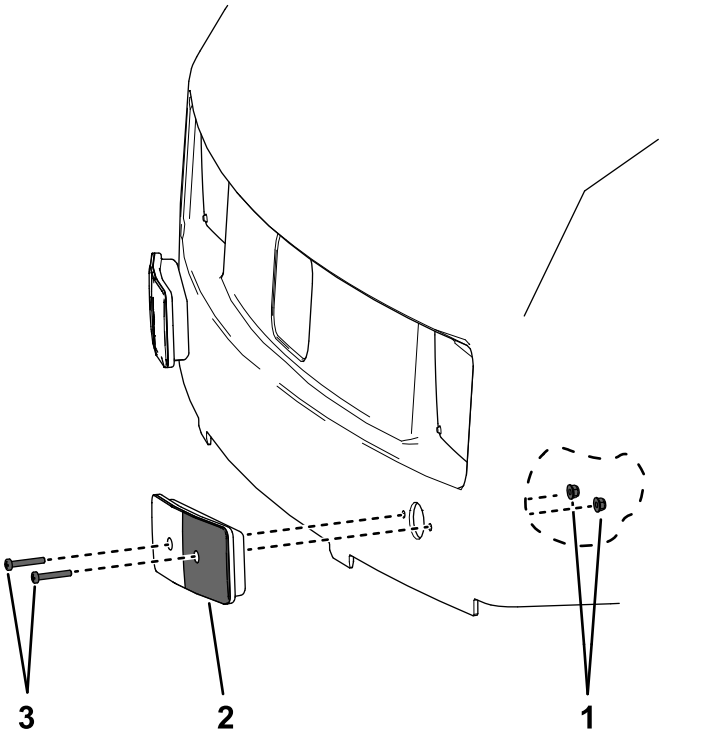

Figura 4
A. Insira dois parafusos Phillips através da luz e nos orifícios exteriores de 6 mm de diâmetro no capot (Figura 4).
B. Fixe os parafusos utilizando as porcas flangeadas (Figura 4).